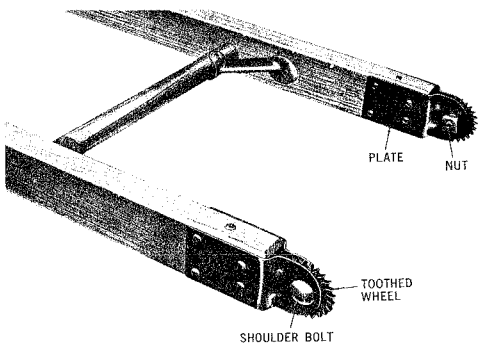

Fig. 43 – Wheel Spurs
14.08 To adjust a worn or dull wheel spur, remove the nut, lockwasher and shoulder bolt. Rotate the wheel 90 degrees, bringing the unused portion of the wheel in position for use. Replace the bolt with the shoulder properly seated in the plate and wheel. Replace the lockwasher and the nut and tighten securely. (See Fig. 43) Do not change the position of a wheel spur on only one side; always change both, even though one is not badly worn.